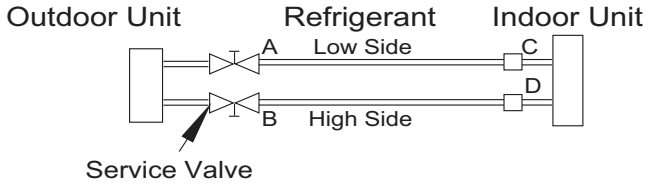

Fig. 33 —Service Valve
3. Fully open the low side of manifold gage (see Fig. 33).